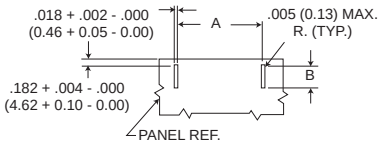

**Figure 4**
(see Figure 4)
3. Figure 4 is for edge board mounting bracket or edgeboard clip assembly. The .184 +_ .002 (2.67 +_ 0.05) dimension locates the MD socket insulator flush with the end of the board.